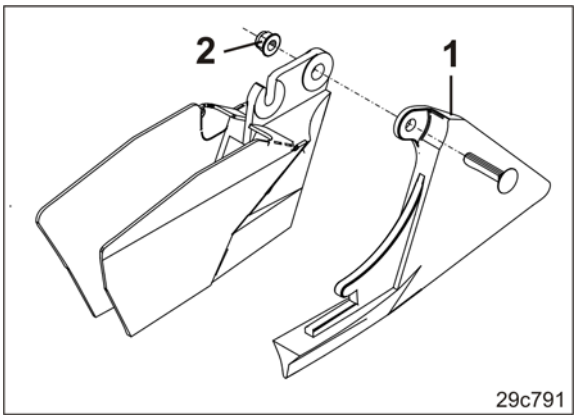

Fig. 231
4. Mutter (Fig. 231/2) lösen und die Contour-Säscharspitze (Fig. 231/1) austauschen.